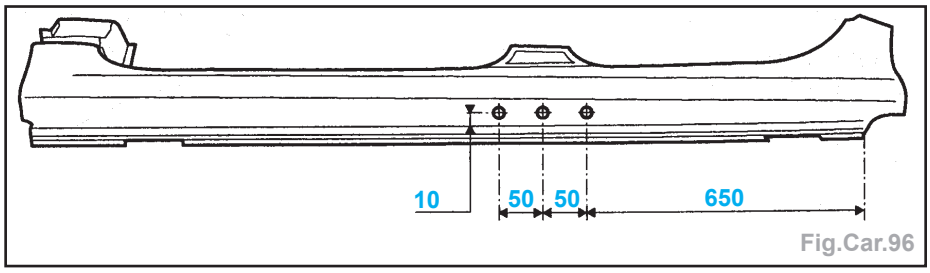

Fig.Car.96
- Tracer puis percer suivant la figure des trous Ø 8 mm pour soudage ultérieur par points bouchons (Fig.Car.96).
- par points bouchons au MIG (suivant les perçages) et meuler (Fig.Car.96),